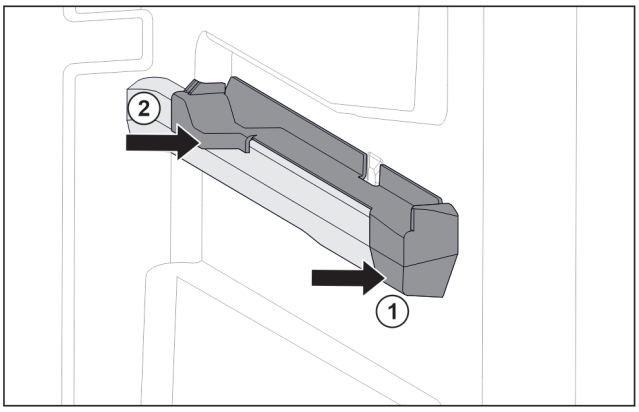

*Fig. 132 Nasazovací díl na pravém žebrování na nádoby*
- ▶ Nasaďte nasazovací díl na žebrování na nádoby. *Fig. 132 (1)*
- ▶ Přitlačte nasazovací díl k zadní části. *Fig. 132 (2)*